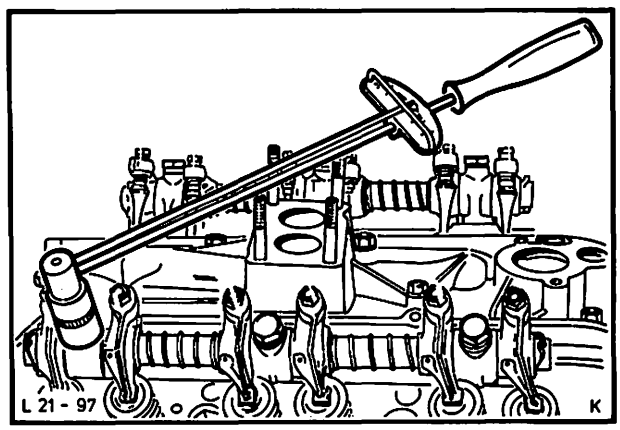

Abb. 130 Kipphebelachse mit vorgeschriebenem Drehmoment anziehen
65. Stößelstangen an beiden Enden mit Motoröl benetzen und in die Ventilstößelpfannen stellen. Ölfangbleche und Kipphebelachsen aufsetzen, dabei Stellschrauben der Kipphebel in die Stößelstangenpfannen führen. Schrauben-Kipphebelachse beidrehen und mit vorgeschriebenem Drehmoment anziehen, Abb. 130.